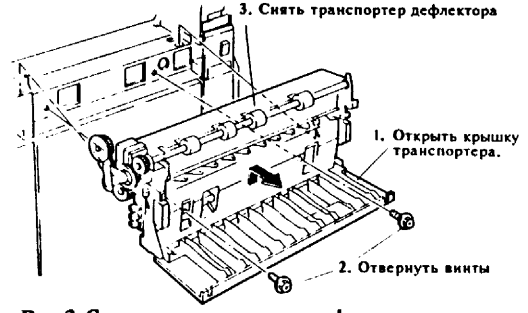

Рис.2 Снятие транспортера дефлектора.
9. Снять транспортер дефлектора (рис. 2).